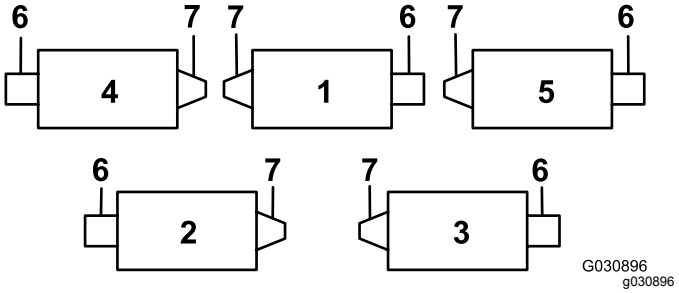
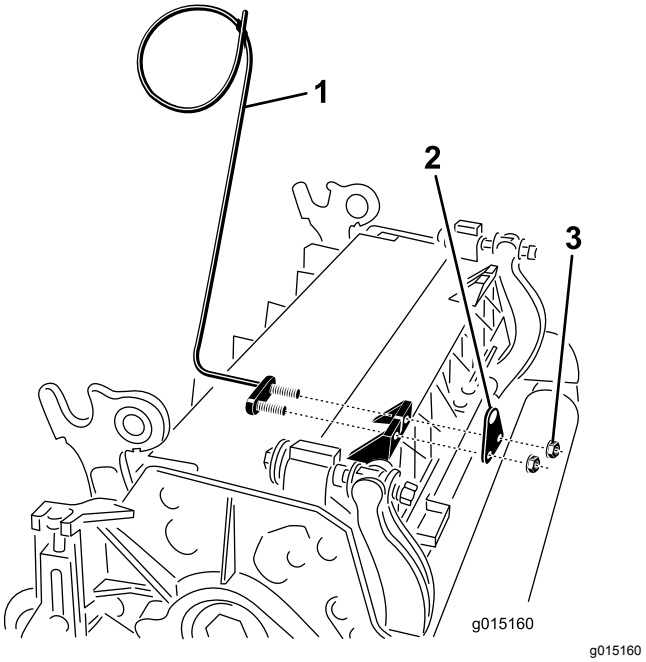
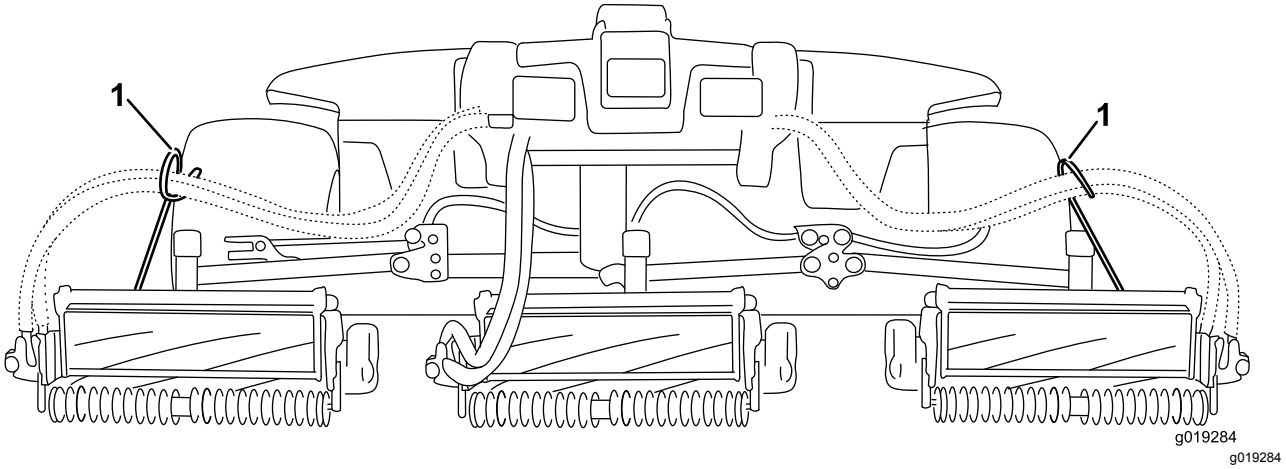

**Figur 6**
**Figur 7**
**Figur 8**
***Vigtigt:*** **På klippeenhed 4 (forrest til venstre) og klippeenhed 5 (forrest til højre) bruges stangbeslagets monteringsmøtrikker til at montere slangeholderne forrest på klippeenhedens tapper (Figur 6 og Figur 7). Slangeholderne skal læne mod den midterste klippeenhed (Figur 7 og Figur 8).**